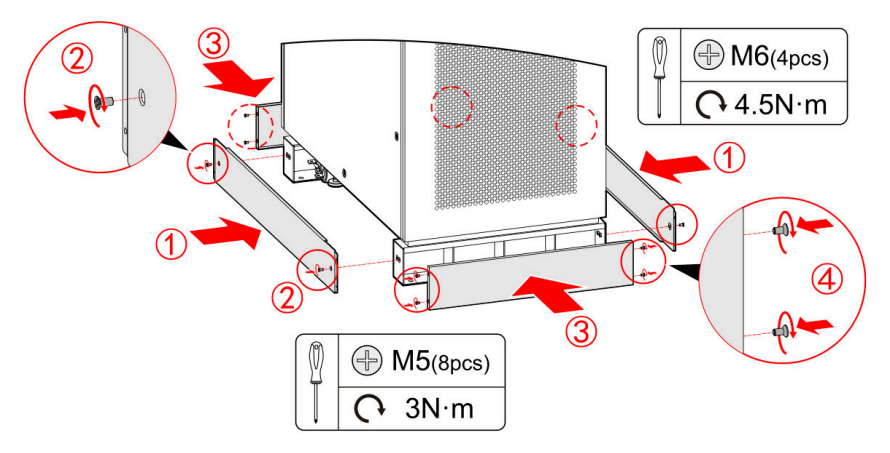

FIGURE 4-21 Skirt panels: side skirts with M6 screws (40 lb-in / 4.5 N·m), front and rear skirts with M5 screws (27 lb-in / 3 N·m)
8. Fit the skirt panels: the side skirts to the seismic base with the M6 countersunk screws (40 lb-in / 4.5 N·m); the front and rear skirts to the side skirts with the M5 screws (27 lb-in / 3 N·m) (Figure 4-21).